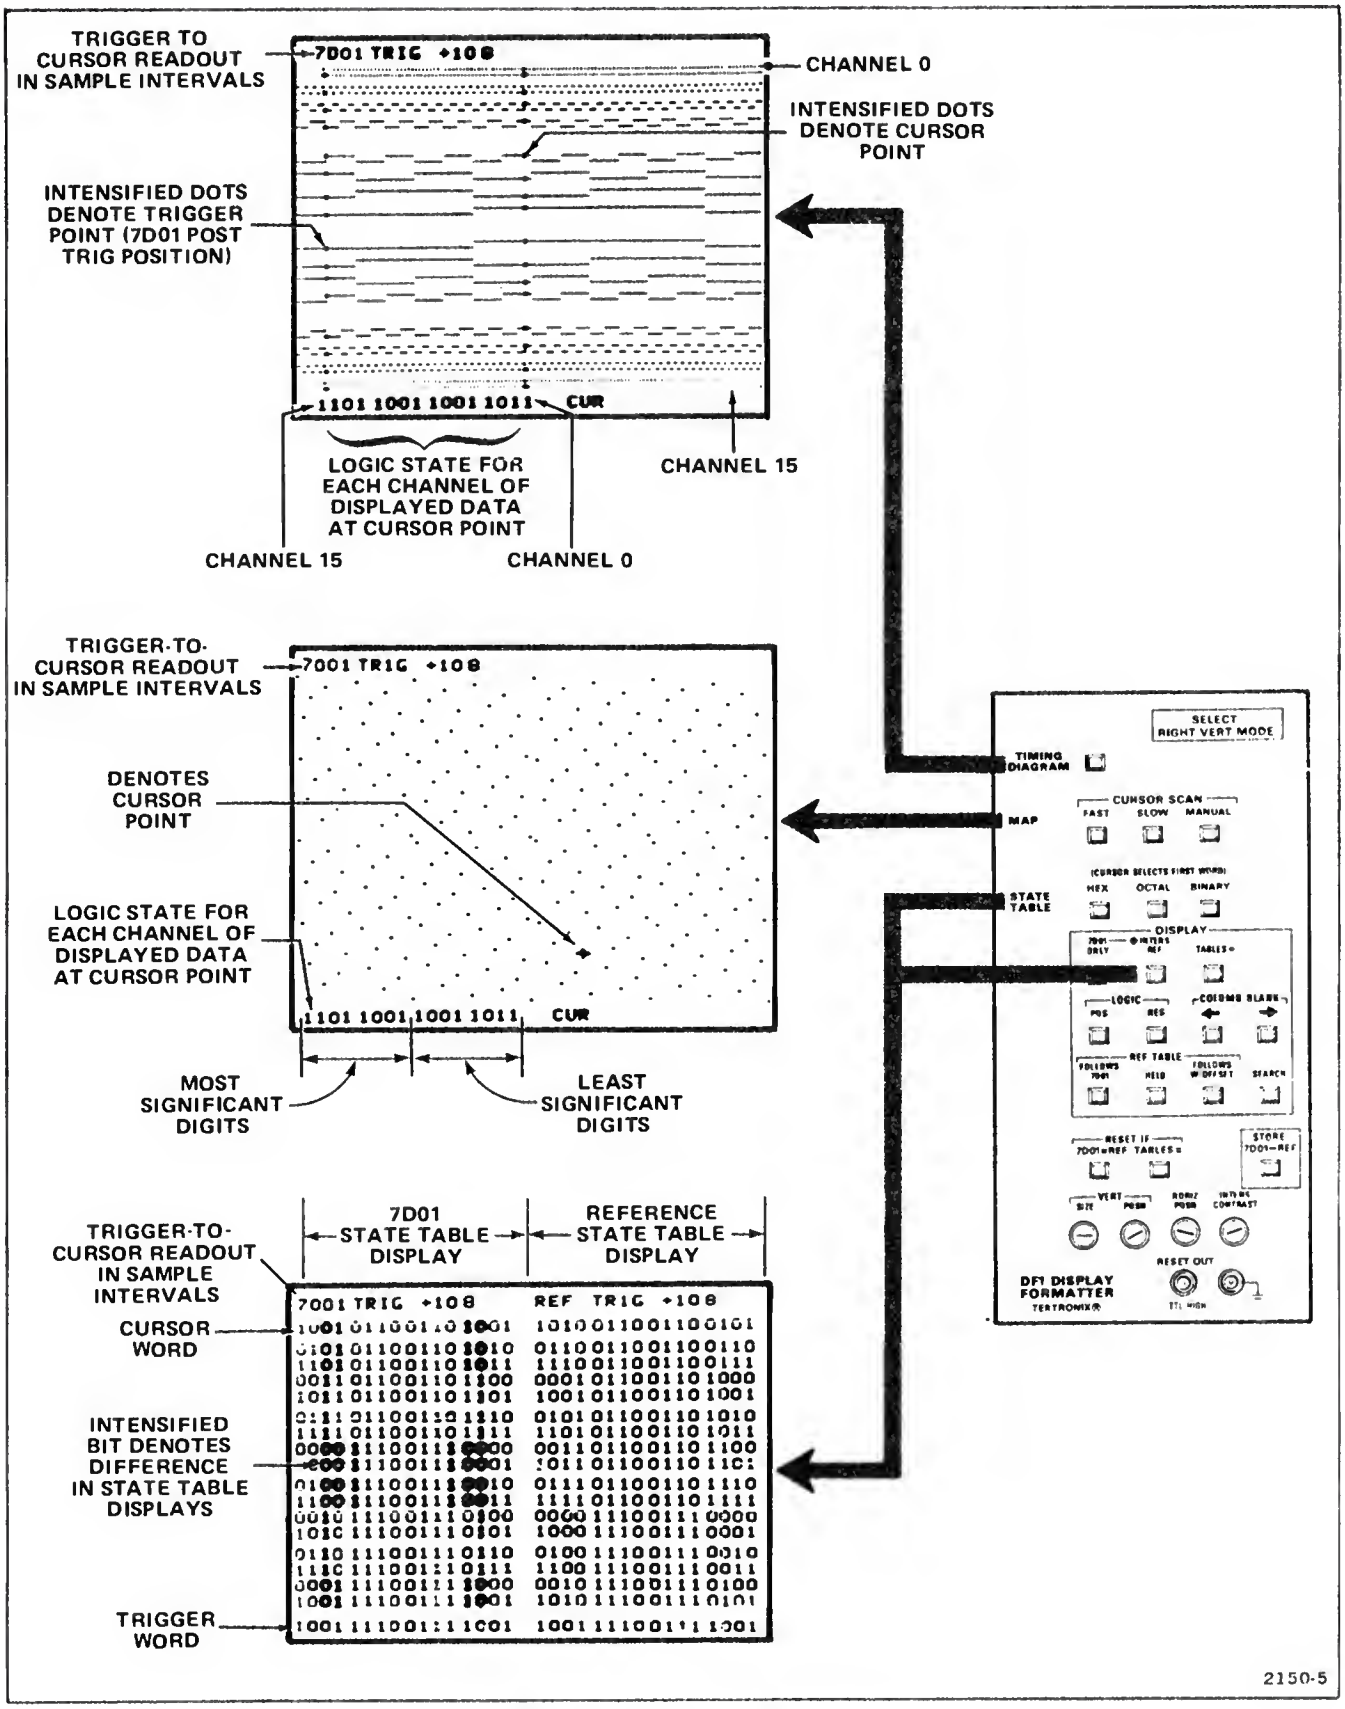

Figure 2-3. Typical DF1 Display Modes.
The DF1 displays digital data in 3 Display Modes: Timing Diagram, Map, and State Table. Figure 2-3 shows the controls required to activate typical DF1 displays.
The front-panel TIMING DIAGRAM push button selects the Timing Diagram display (4, 8, or 16 channels) from the comoanion 7D01 Logic Analyzer (see Fig. 2-3). The cursor function of the 7D01 provides an intensified zone on the data display and a corresponding numerical readout display shows the logic state for each displayed channel of data. The position of the cursor, relative to the trigger, is also displayed on the crt readout. Refer to the 7D01 manual for more information on the 7D01 Logic Analyzer.
The Map function provides a view of the 7D01 memory displayed as x-y coordinate dots on the crt. The vertical axis represents the most significant half of the data word and the horizontal axis represents the least significant half (see Figure 2-3).
displayed. If the trigger word is displayed in the first 17 words of the state table, it is indicated by a blinking condition. The position of the cursor, relative to the trigger, is also displayed on the crt readout (see Figure 2-3).
7D01 ⊙ INTENS REF. Two state tables are displayed simultaneously on the crt. The state table from the 7D01 is displayed on the left half of the crt and a reference state table is displayed on the right half of the crt (see Figure 2-3). When the 7D01 ⊙ INTENS REF is initially selected, the STORE 7D01→REF push button must be pressed to load the reference memory. Any differences between the 7D01 and reference state tables are indicated by intensified bits at the appropriate location in the 7D01 state table. Any differences in the state tables due to old data, indeterminate data, end data, or blanked columns, is interpreted as "don't care" conditions and are not intensified in the 7D01 state table (refer to the Glossary in the General Information section). If there are no differences between state tables, the TABLES= indicator is illuminated.
2. Check crt display for a 16-channel timing diagram (refer to Fig. 2-3). It may be necessary to adjust the mainframe intensity and the 7D01 vertical and horizontal position/magnification controls.